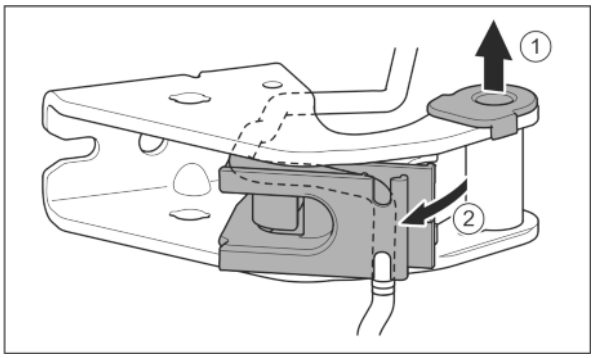

Fig. 24
▶ Pull the bearing bush out of the guide. *Fig. 24 (1)*
▶ Swing the cable holder out. *Fig. 24 (2)*